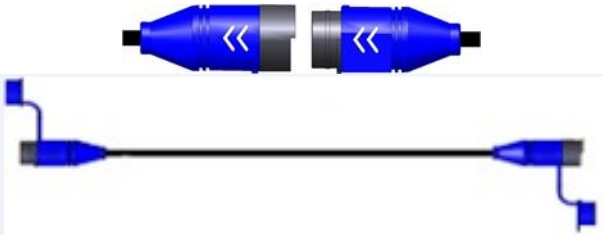

Figure 2.4
5. For **tow-between** setups, the use of a main extension cable is necessary (Part# 9ARTM10, 9ARTM20, or 9ARTM40 – Fig 2.4). Connect the blue connector labelled "loop 1" coming off the ECU, to the main extension cable and mount to the frame using black cable ties (Part#AGCT020). Run the extension cable through to the seeder hitch, this is where your Y-cable (Part# 9ASTY10 or 9ASTY30 - Fig 2.5) will connect to the main extension.